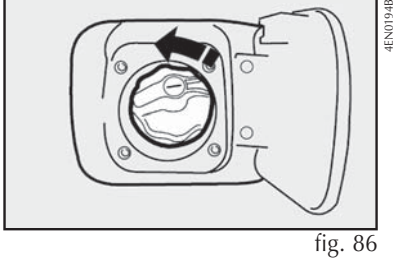

fig. 86
- segure a tampa e gire a chave no sentido anti-horário; prossiga girando a tampa **fig. 86** até o seu completo desalojamento;